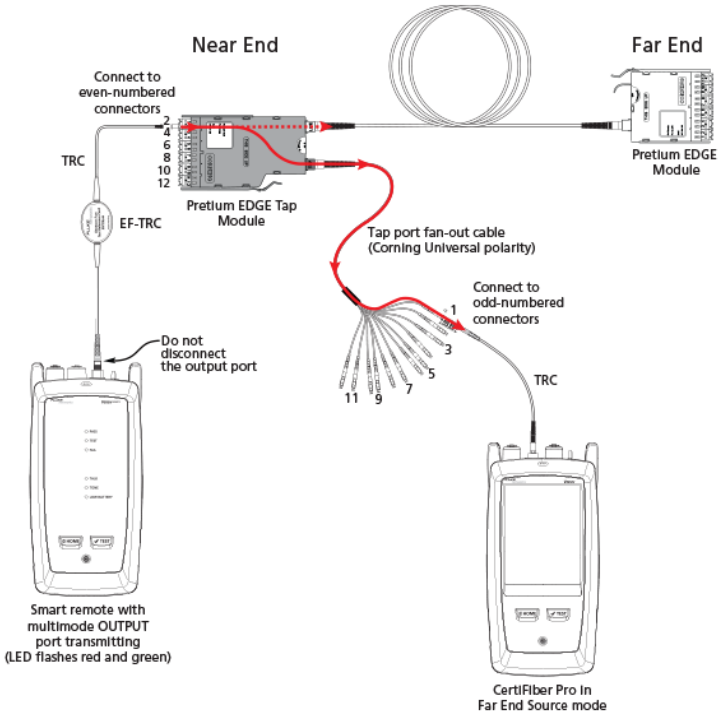
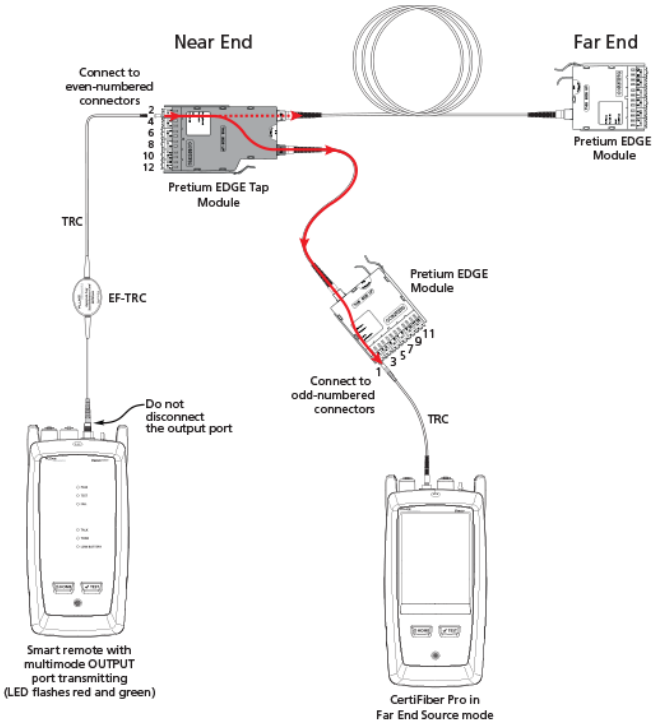

Abbildung 7. Connections for Testing the Tap Port Links from the Near End through a Fan-Out Cable
Abbildung 8. Connections for Testing the Tap Port Links from the Near End through an EDGE Module
3. Stellen Sie die Verbindungen her wie in Abbildung 7 gezeigt, wenn Sie die Tests über ein Fanout-Kabel durchführen, oder wie in Abbildung 8 gezeigt, wenn Sie den Test über ein drittes EDGE-Modul durchführen.